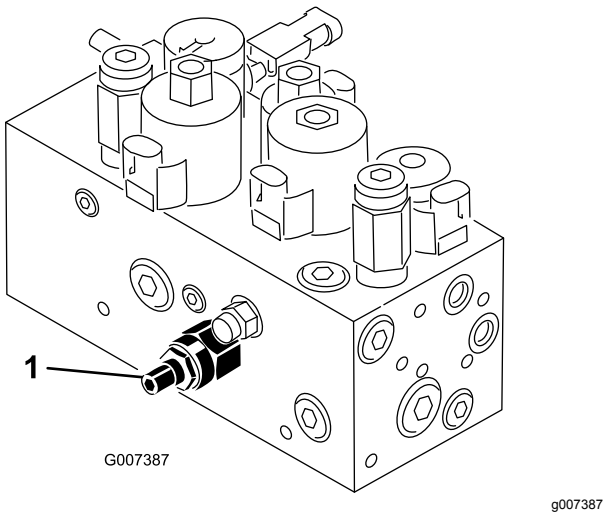

Figur 57
Klippeenhedsløftets/-sænkningens kredsløb er udstyret med en strømreguleringsventil (Figur 57). Denne ventil er fabriksindstillet til ca. tre omdrejninger åben, men det kan være nødvendigt at justere den af hensyn til forskellige hydraulikolietemperaturer, klippehastighed m.m. Hvis det er nødvendigt at foretage justering, gøres det som følger:
1. Hæv sædet, og find strømreguleringsventilen til den midterste trækramme (Figur 57), som er placeret på siden af hydraulikmanifolden.